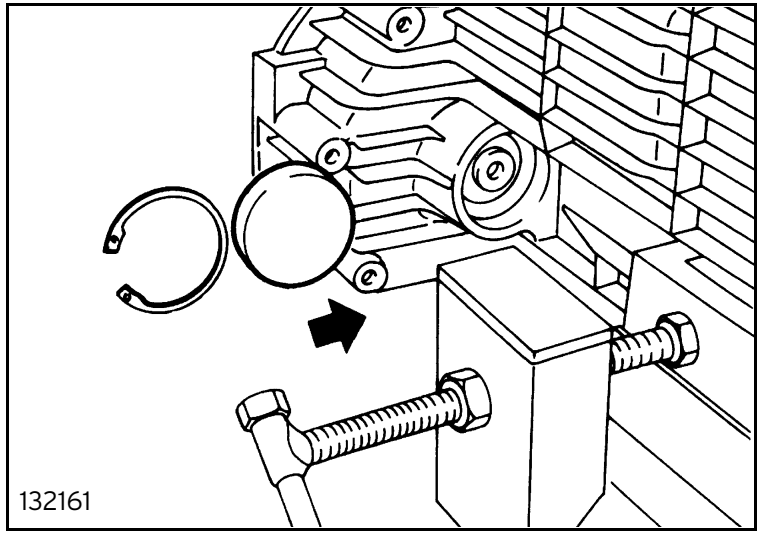

Fig. 62
- fit the cover then fit the circlip (figure 62);